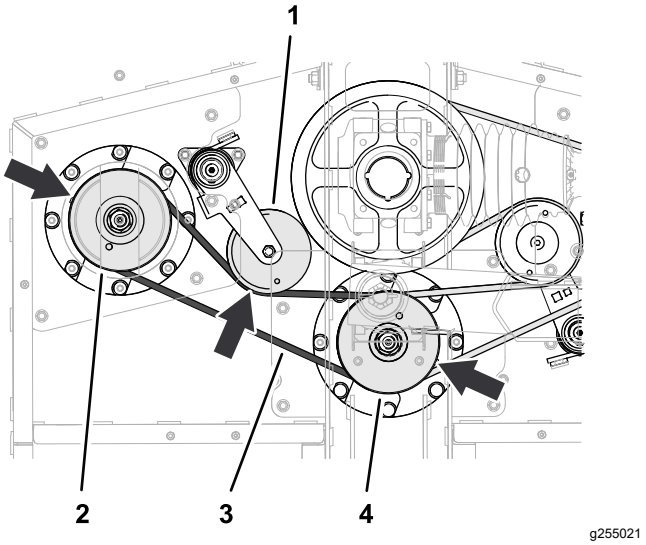

Figuur 67
1. Leid de korte drijfriem rond de linker aspoelie en de onderste groef van de middelste aspoelie (Figuur 67).
2. Gebruik een onderbrekerstang of soortgelijk gereedschap om de riemspanner linksom te draaien en de riem over de spanpoelie te schuiven (Figuur 67).